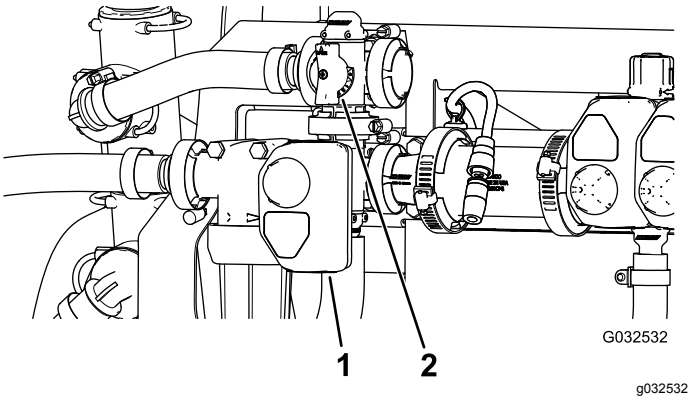

Figur 50
10. Juster risteomløpsventilen (Figur 50) på baksiden av risteventilen helt til spredersystemtrykket er 689 kPa (100 psi).